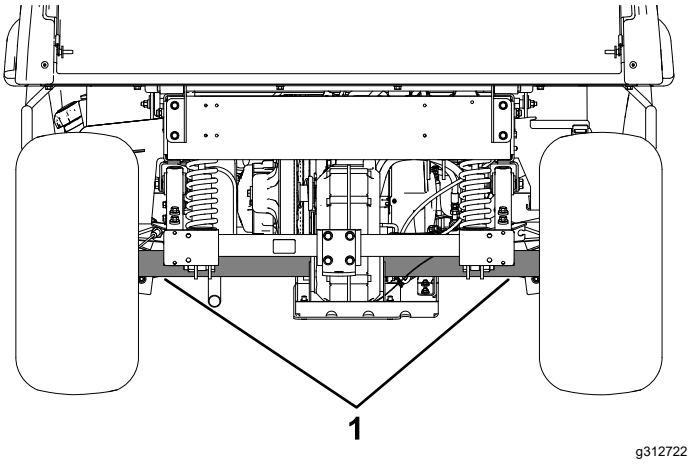

Figur 20
- Løftepunktet bagest på maskinen findes under akselrørene (Figur 20).